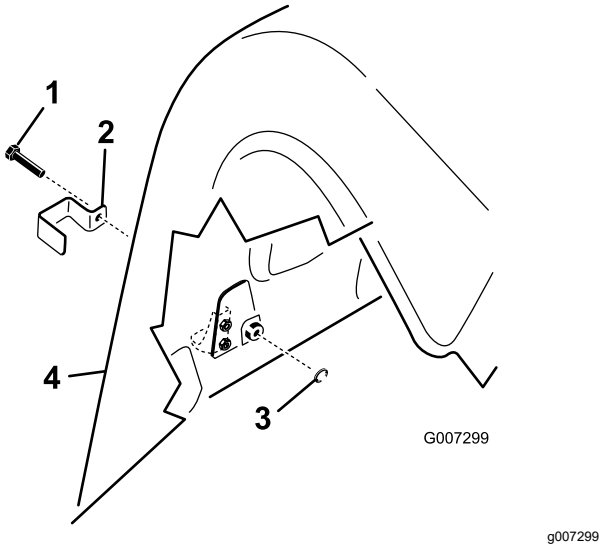

Figura 18
la cubierta superior con un perno de rosca completa (4 en total); consulte la Figura 18.
2. En el modelo ProCore 1298, instale un seguro sobre todos los cierres de la cubierta inferior trasera y sobre el cierre exterior de la cubierta superior en las cubiertas traseras izquierda y derecha con un perno de rosca completa (3 por cabezal de perforación, 6 en total); consulte la Figura 18.
3. Usando un alicate o una llave ajustable, enrosque una arandela de freno con dientes internos sobre cada perno (1-2 vueltas) para asegurar el cierre (Figura 18).